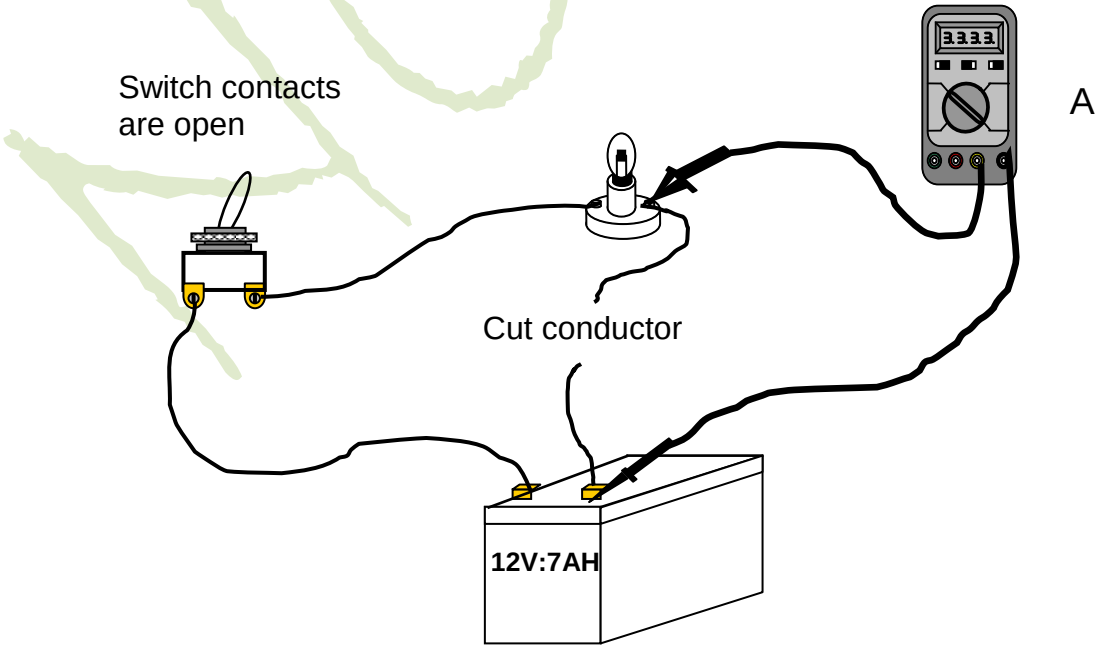

FIGURE 7
4.3 Study the multimeter connections in FIGURE 7 below and answer the questions.